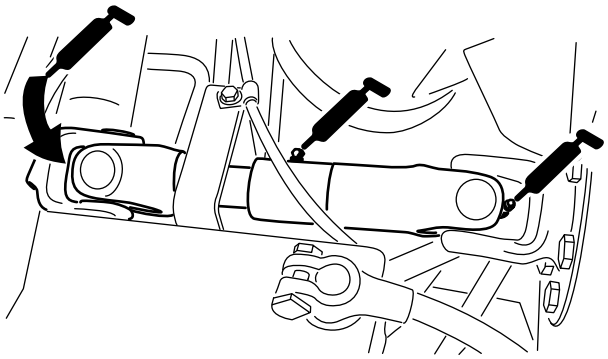

Figuur 44
- Kruiskoppeling pompaandrijfas (3) (Figuur 44)